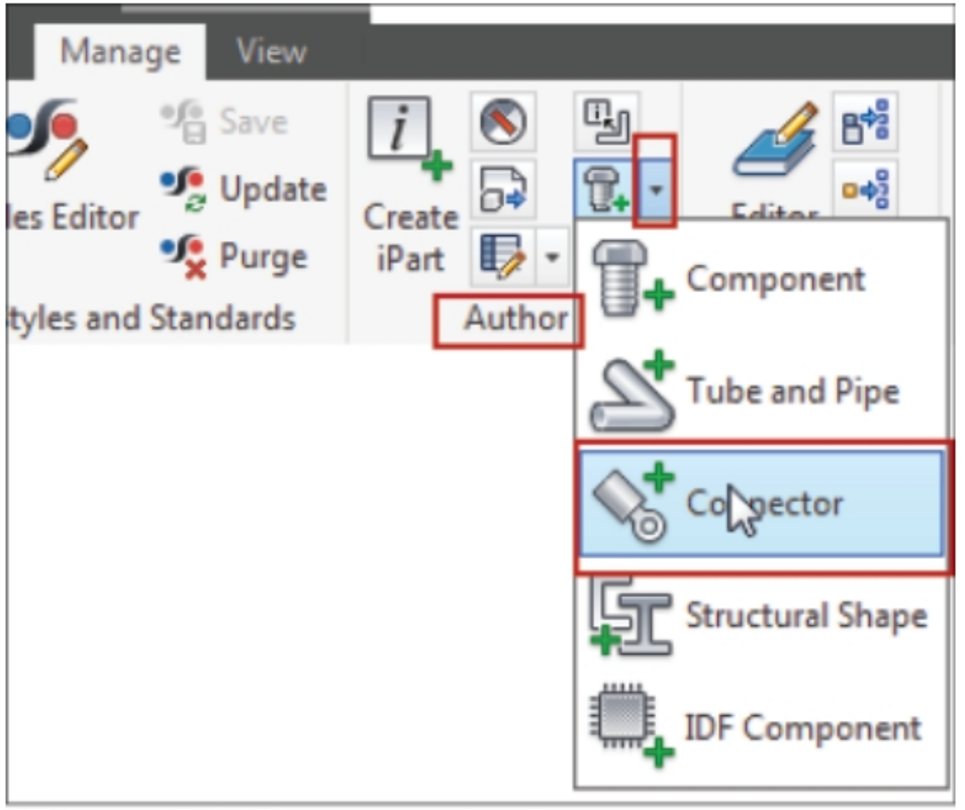
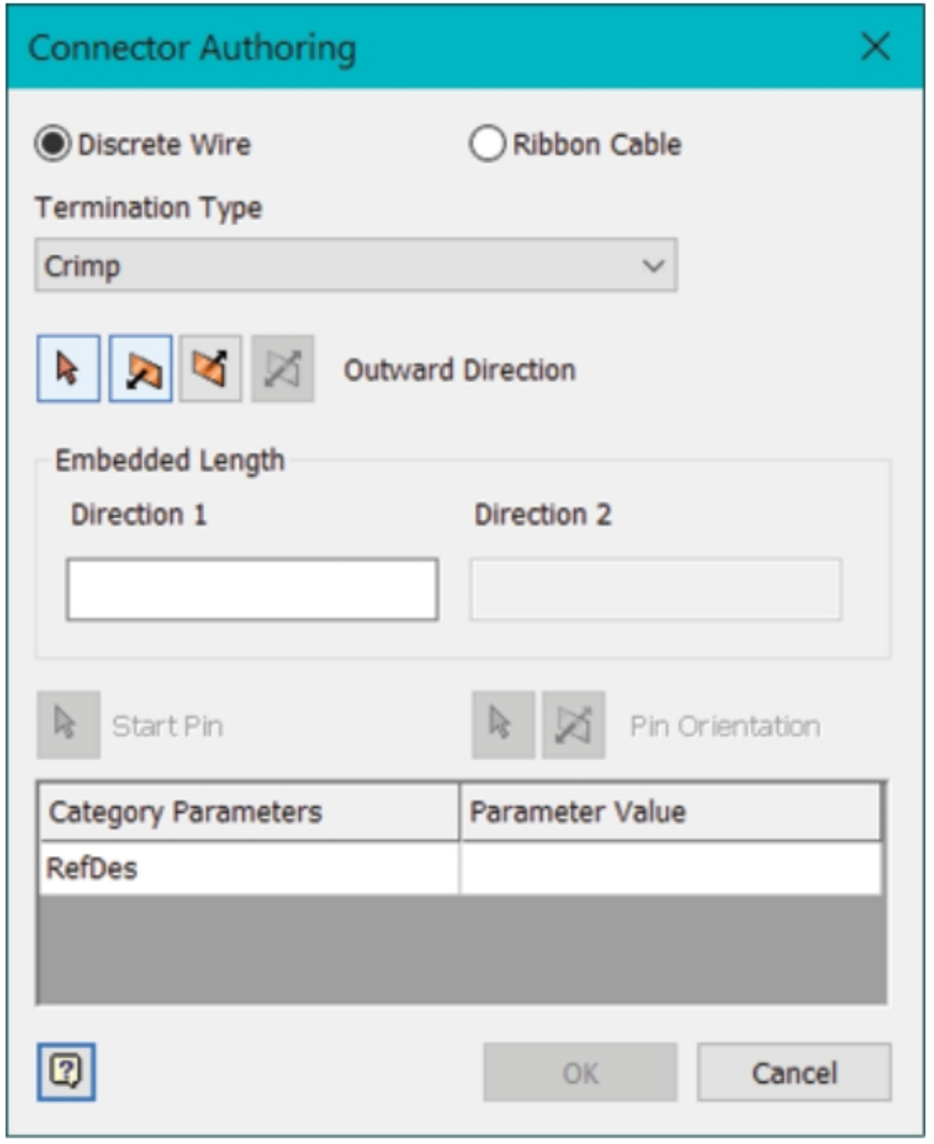

Figure-36. Connector tool
Figure-37. Connector Authoring dialog box
- After creating the electrical part, click on the **Manage** tab in the **Ribbon** and select the **Connector** tool from the **Connections** drop-down in **Author** panel as shown in Figure-36. The **Connector Authoring** dialog box will be displayed; refer to Figure-37.